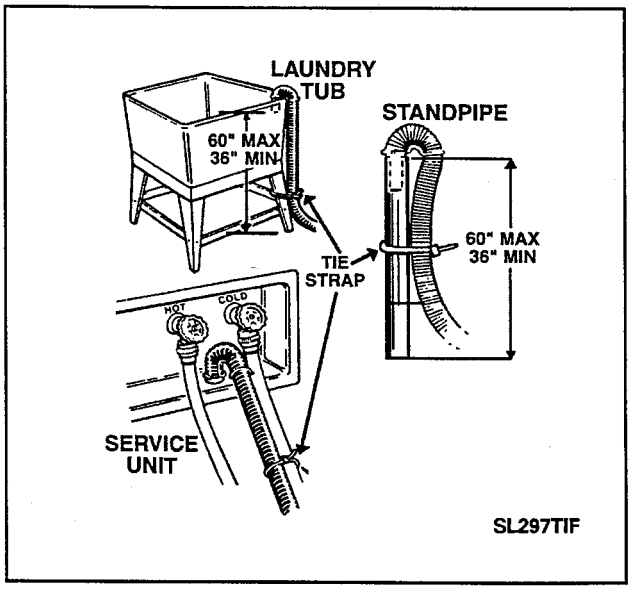

Figure 1-7
10. Secure the drain hose to the standpipe or drain facility with the cable strap provided. This will ensure the drain hose will not fall out of the drain facility ***(Figure 1-7).***